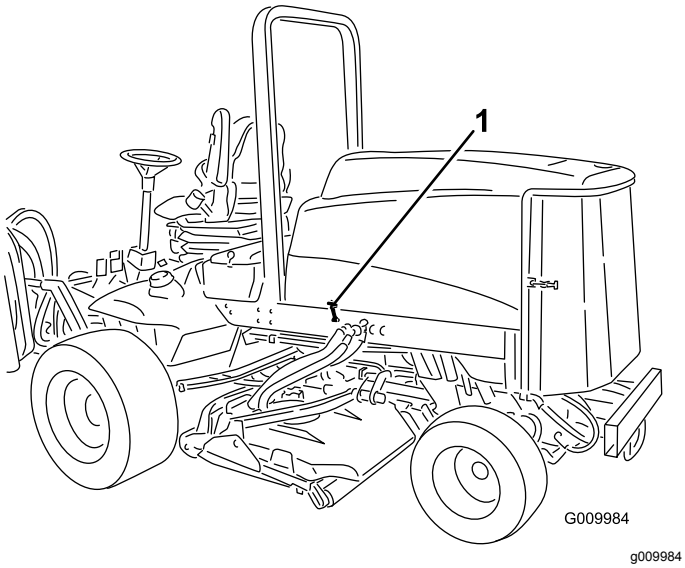

Figuur 42
1. Maak de motorkapvergrendelingen (Figuur 42) los en open de motorkap.